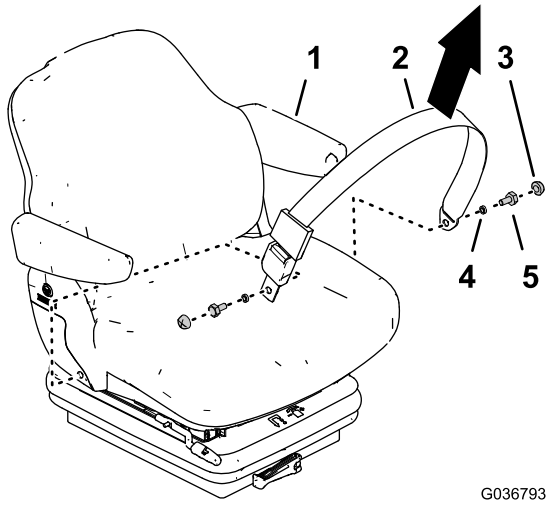

Bild 11
1. Nehmen Sie die Abdeckungen und Schrauben ab, mit denen der statische Sicherheitsgurt am alten Sitz befestigt ist (Bild 11).